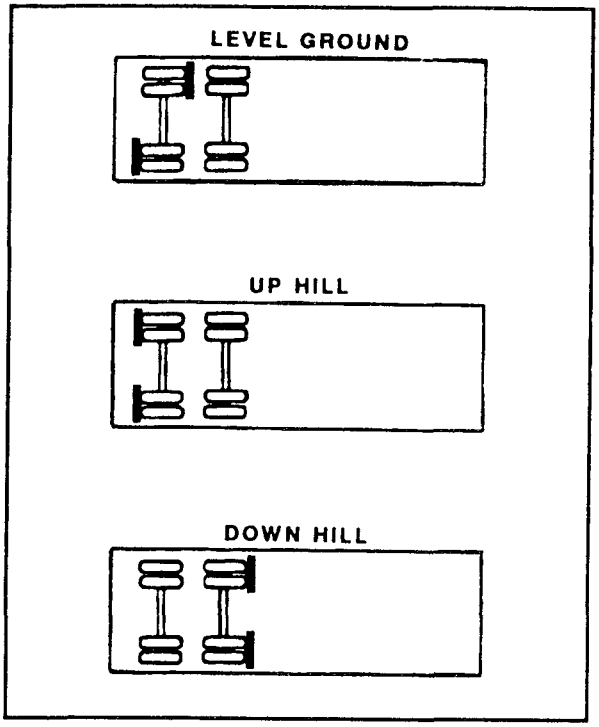

FIGURE 18-1. Chock Block Placement.
When on level ground, place one chock block in front of the rear duals. Place the other chock block behind the rear duals of the side wheel (Figure 18-1). For single-axle trailers, place one chock block in front of the left wheel and the other chock block behind the opposite rear wheels.
- Be sure chock blocks are properly placed at semitrailer wheels. If chock blocks are not in place, properly position them (Figure 18-1).